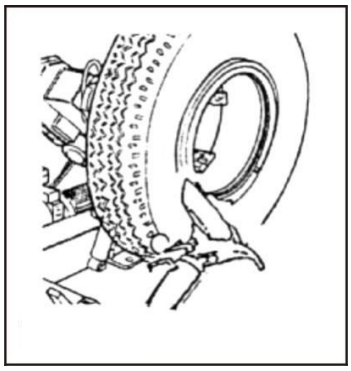

Рис.23
5. Установите разъёмное кольцо на диск и зафиксируйте его стопорной гайкой. (Рис.23)